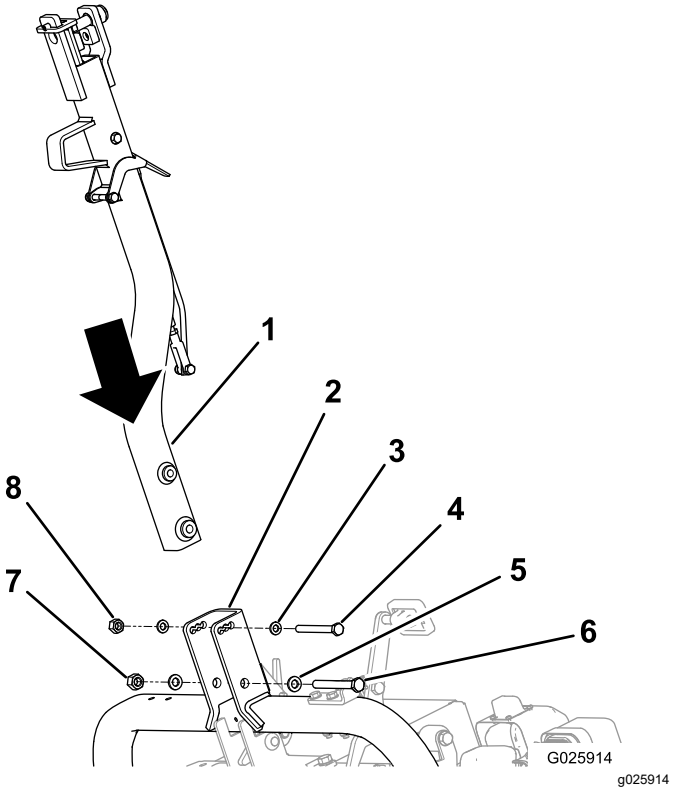

Rysunek 5
2. Zamocuj hak do wspornika obrotowego haka za pomocą odpowiednich elementów montażowych, patrz Rysunek 5.